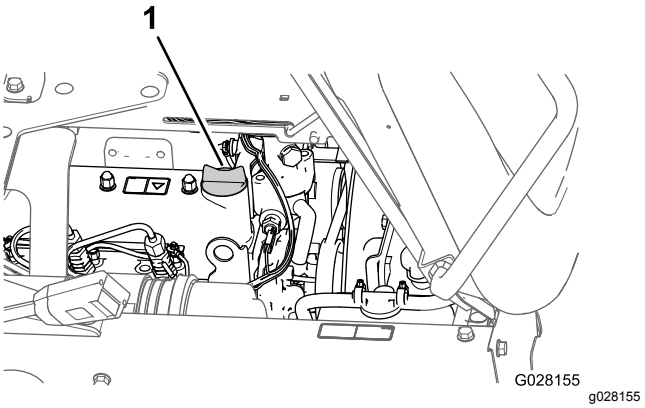

Рисунок 70
3. Если уровень масла низкий, снимите крышку заливной горловины с крышки клапана (Рисунок 70) и залейте масло в заливную горловину до уровня отметки Full (Полный) на масломерном щупе.